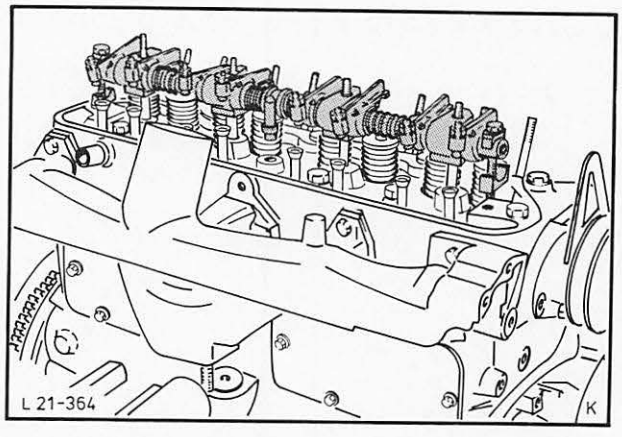

Abb. 82 Kipphebelwelle anbauen
58. Stößelstangen einölen und in die gleichen Stößel wie beim Ausbau einführen. Dichtring – Ölzufuhr einsetzen. Beim Festschrauben der Kipphebelwelle darauf achten, daß zwischen den äußeren Kipphebeln und den Lagerböcken ein Spiel von 0,1 mm entsteht, Abb. 82. Spezialschrauben der Kipphebelwelle mit Werkzeug 21-087 und vorgeschriebenem Drehmoment festziehen.